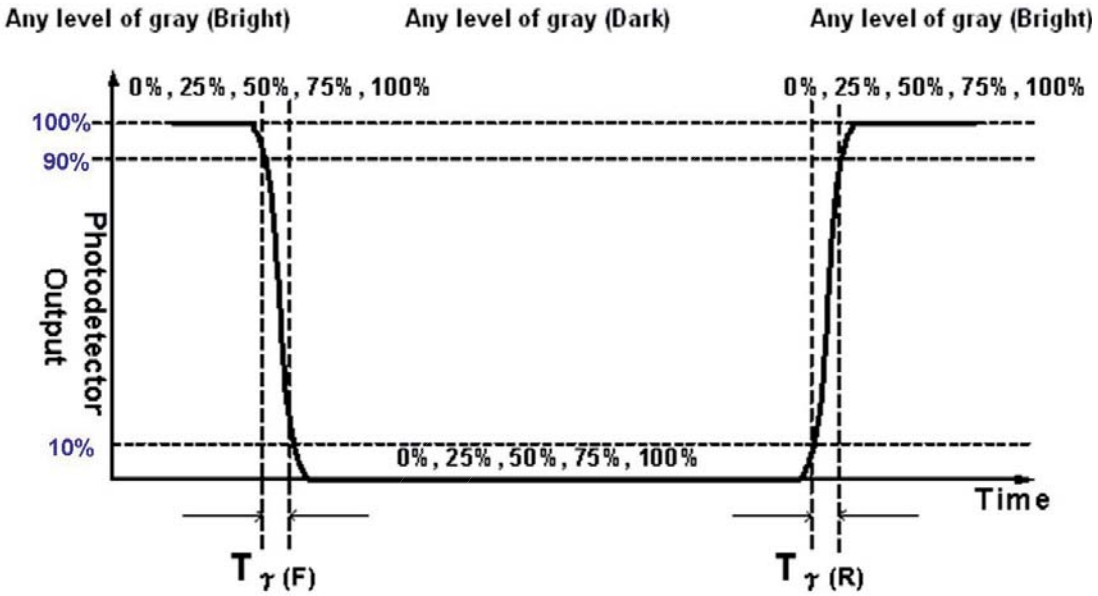

FIG. 2 Luminance
2. Surface luminance is luminance value at point 5 across the LCD surface 50cm from the surface with all pixels displaying white. From more information see FIG 2. LED current I_F = typical value (without driver board), LED input VDDB =24V, I_{DDB}. = Typical value (with driver board), L_{WH}=Lon5 where Lon5 is the luminance with all pixels displaying white at center 5 location.